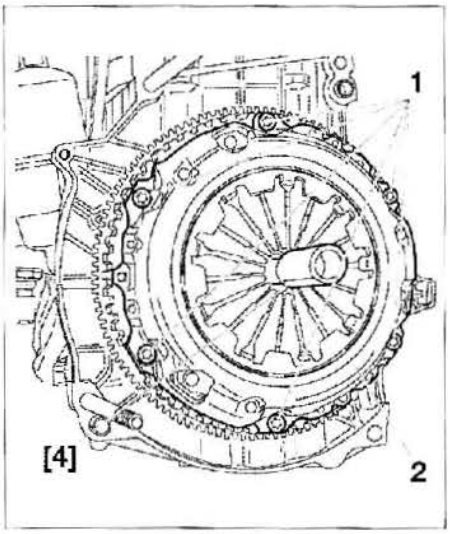

FIG. 2
- el disco de embrague (3)
- el mecanismo de embrague (2) **(fig. 2)**